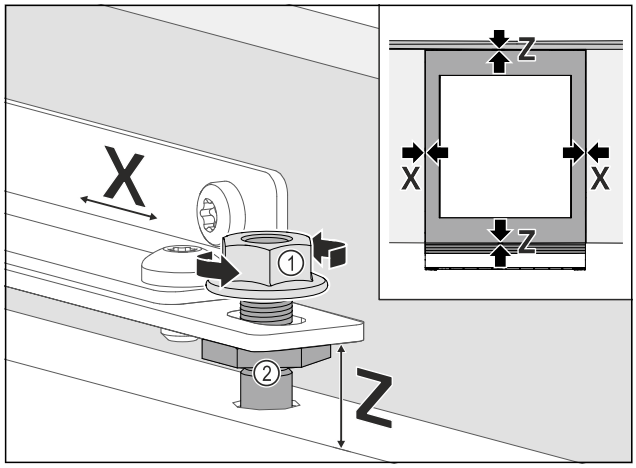

Fig. 106
▶ Möbeltür seitlich ausrichten: Kontermutter *Fig. 106 (1)* lösen, Möbeltür in **X** Richtung verschieben.
▶ Kontermuttern *Fig. 106 (1)* anziehen.
▶ Möbeltür in der Höhe **Z** und in der seitlichen Neigung ausrichten: Justagebolzen *Fig. 106 (2)* einstellen.